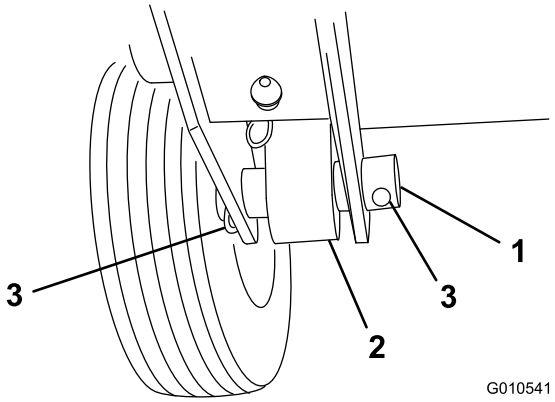

Figuur 3
2. Afstandsstuk (2)
5. Monteer het achterste gedeelte van de hefarm aan de hefcilinder met een draaipen en 2 borgpennen (meegeleverd met de tractie-eenheid) (Figuur 3).